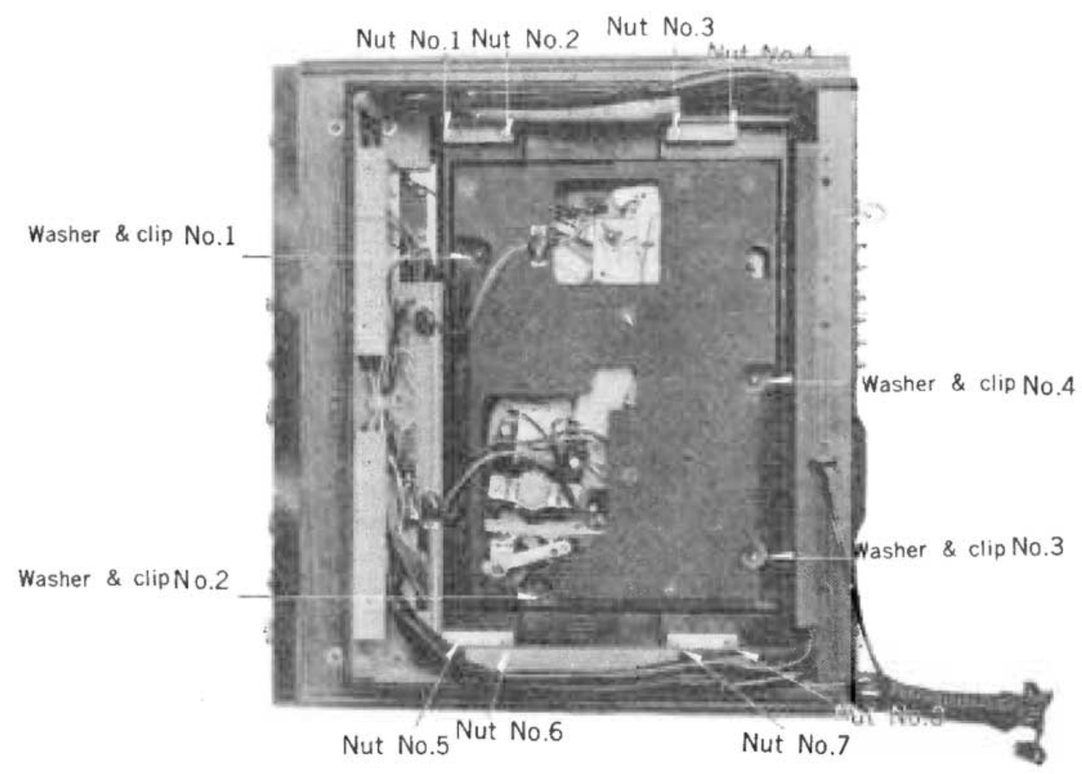

Fig. 11
4. Remove four (4) Washer & Clips, No. 1～No. 4, as illustrated in Fig. 11.
3. Remove eight (8) changer board mounting nuts, Nos. 1～8, as illustrated Fig. 11.